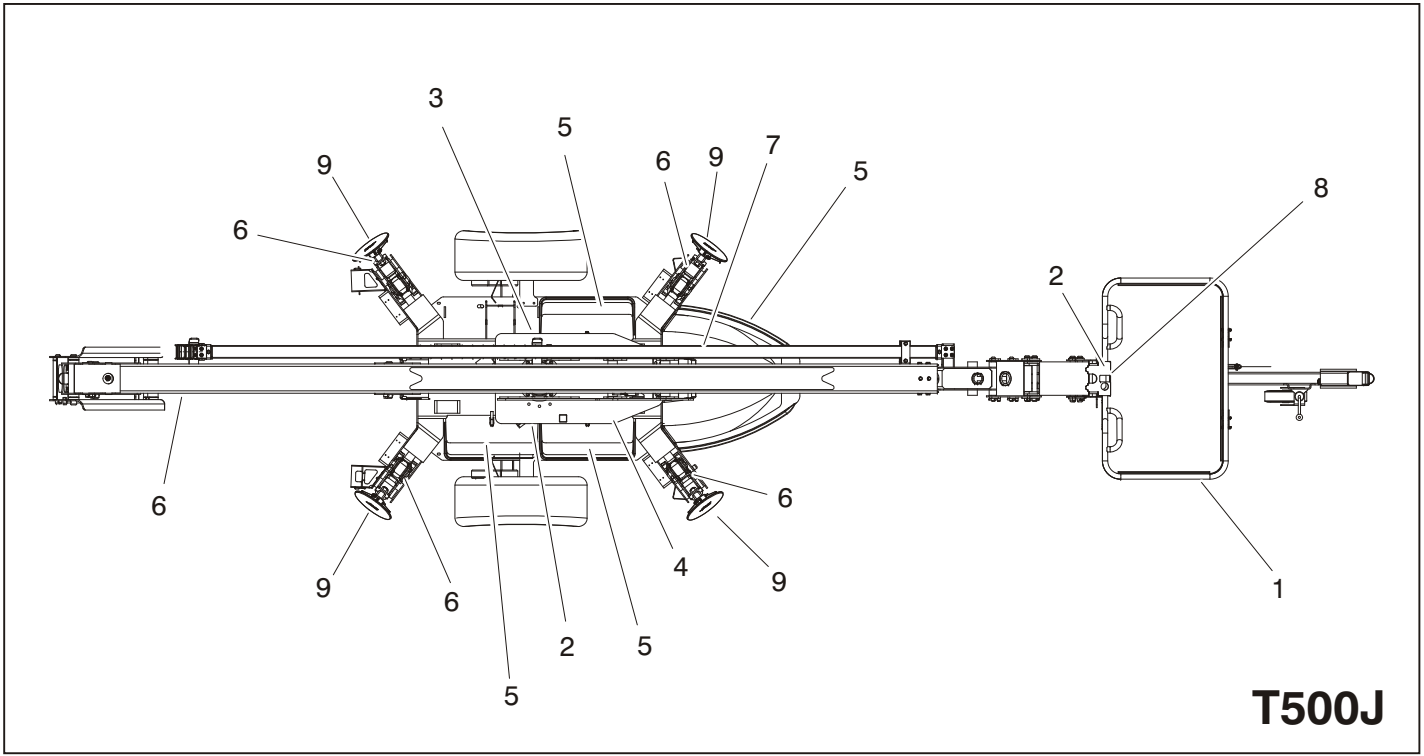

Figure 2-3. Daily Walk-Around Inspection - Sheet 2 of 3
5. **"Walk-Around" Inspection** – Refer to Figure 2-3.